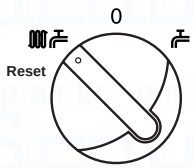

Fig. 16
1. With the selector switch in either Position (i) or Position (ii) (Figs. 16 & 17) the pump will automatically operate for 1 minute in every 24 hours to prevent sticking.